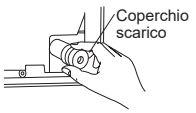

Fig. 1
2) Rimuovere il coperchio dello scarico posizionato sul lato posteriore destro dell'unità interna. (Fig. 1)